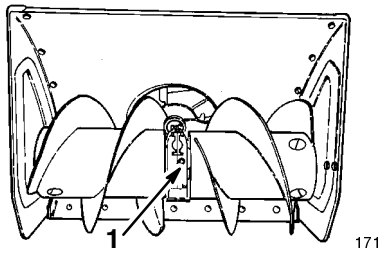

Figure 25
3. Clean the area around the pipe plug (Fig. 25).
4. Remove the pipe plug from the gear box (Fig. 25).